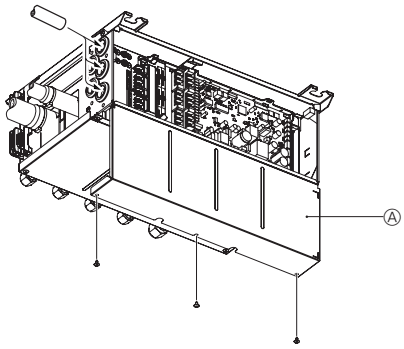

Fig. 8-5
8.1. When using wiring conduit (Fig. 8-5,6,7)